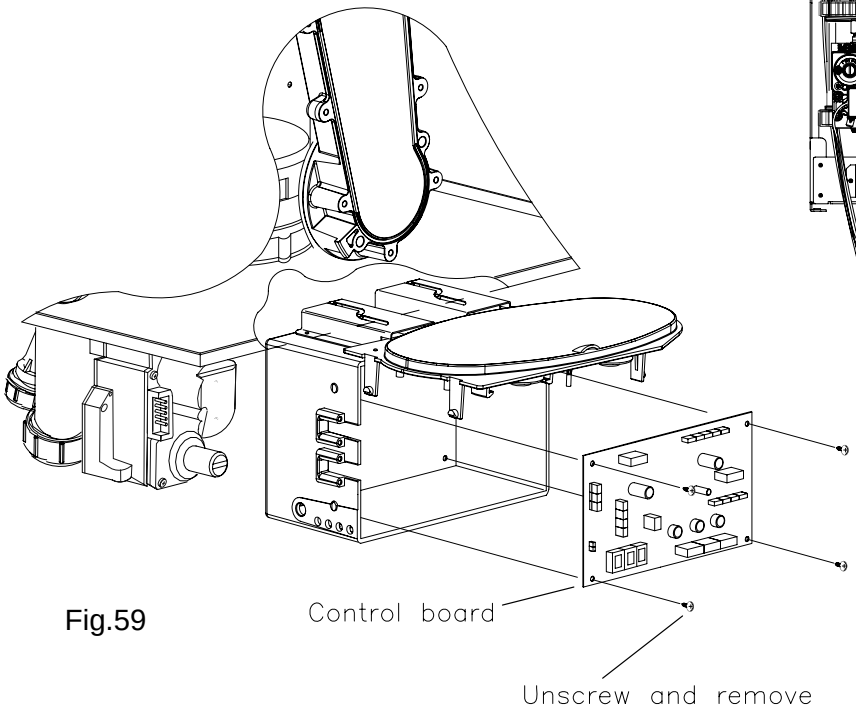

Fig.59
8.21 TO REMOVE/REPLACE CONTROL BOARD (Fig.59).
8.21.3 Detach the PCB board from its base by unscrewing the four securing screws. (Fig. 59).